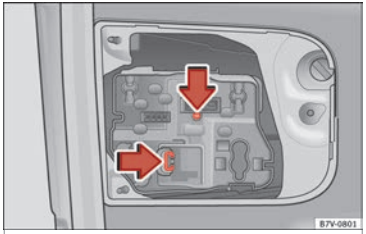

Fig. 218 On the rear lid: remove the bulb-holder.
4. Press on the attachment tabs in the direction of the arrow »» Fig. 218 and pull out the lamp holder.